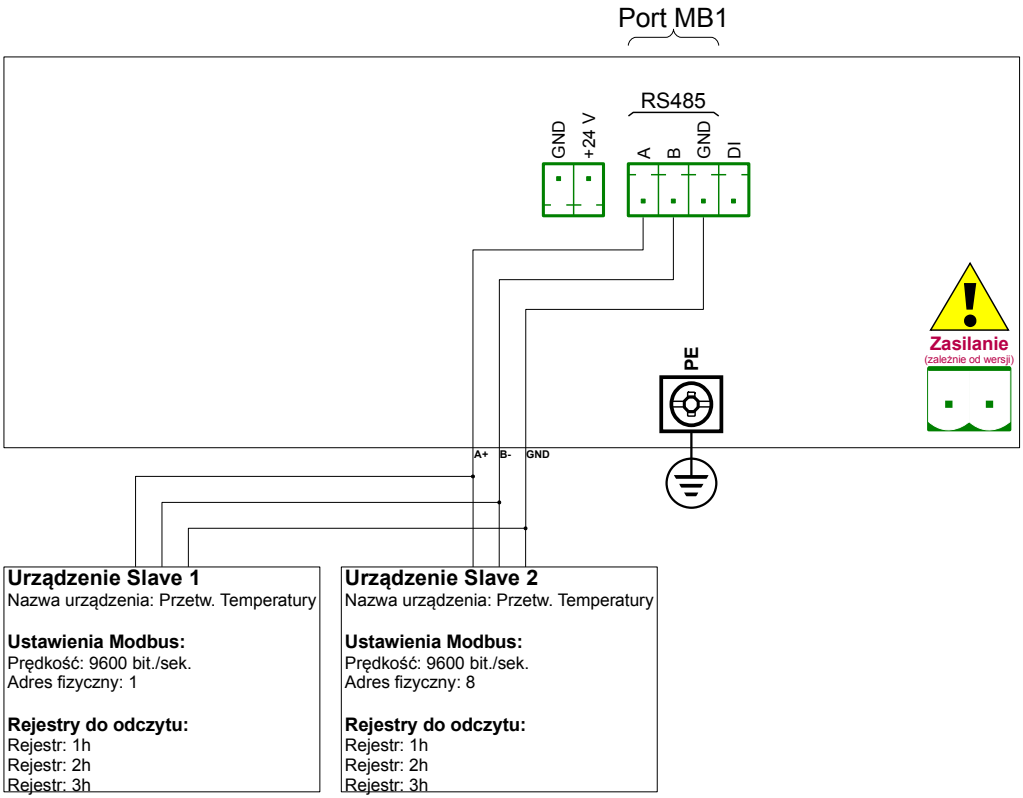

Rys. 7.167. Schemat połączeniowy dla portu modbusowego MB1
W pierwszej kolejności konfigurujemy urządzenie zgodnie z poniższymi zaleceniami, następnie podłączamy do niego urządzenia SLAVE zgodnie z **Rys. 7.167**.
- używając strzałek w górnym prawym rogu wybieramy **Numer portu**: **1** (**MB1** zgodnie z **Rys. 7.167**),